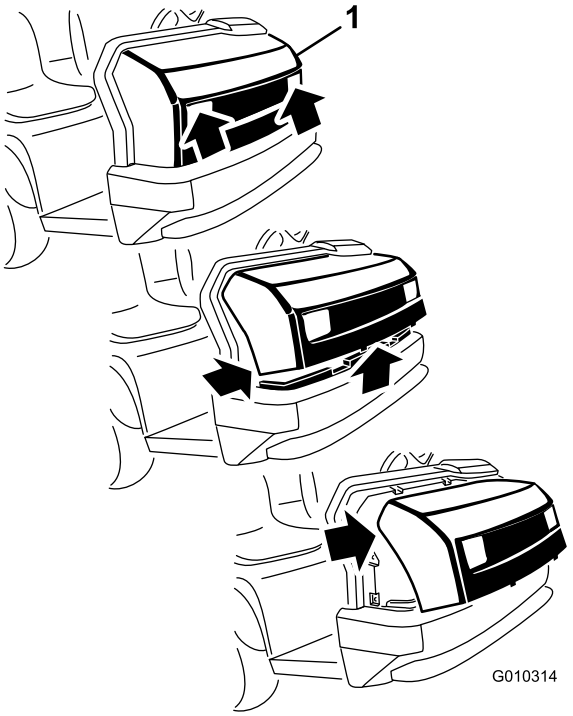

Figuur 37
1. Pak de motorkap beet via de openingen van de koplampen en til de motorkap op om de montagelipjes uit de sleuven in het frame te laten klikken (Figuur 37).
2. Draai de onderkant van de motorkap omhoog tot u de bovenste montagelipjes uit de sleuven in het frame kunt klikken (Figuur 37).
3. Draai de bovenzijde van de motorkap naar voren en koppel de bedrading van de koplampen los (Figuur 37).